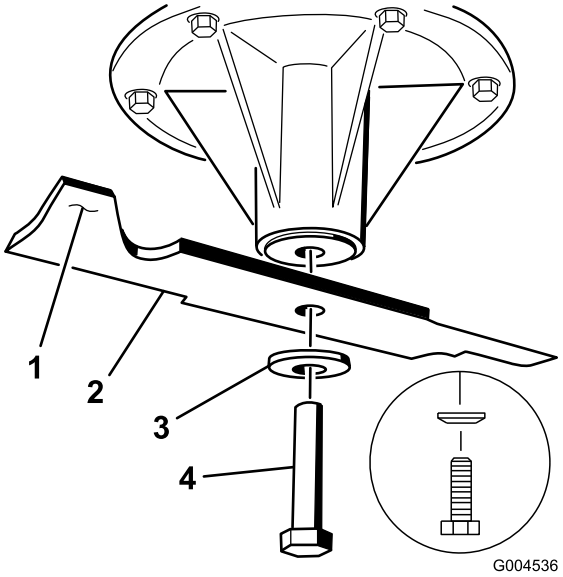

Figur 83
1. Monter skærekniven på spindelakslen (Figur 83).
2. Monter fjederskiven og skæreknivsbolten. Fjederskivens konus skal installeres mod boltens hoved (Figur 83). Tilspænd skæreknivsbolten med et moment på 115–149 Nm.